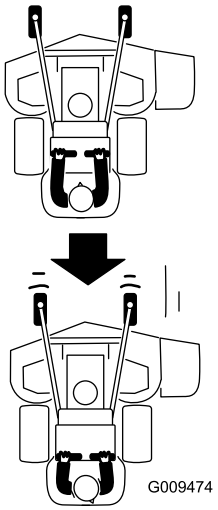

Figura 24
2. Tirate lentamente indietro le leve di controllo del movimento (Figura 24).